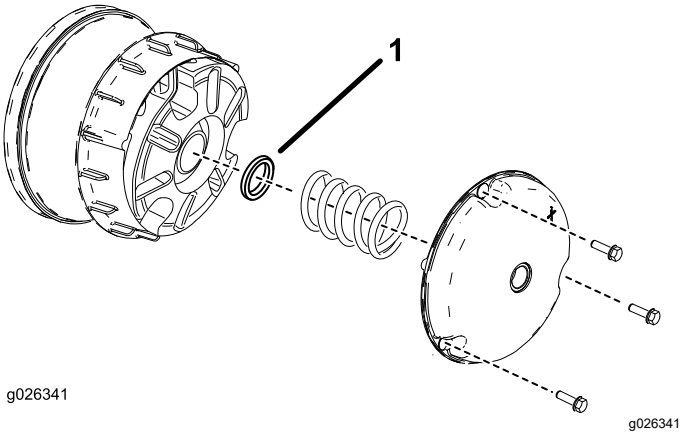

Figur 64
2. Fjern boltene som fester dekselet til primærclutchen, som vist i Figur 64.